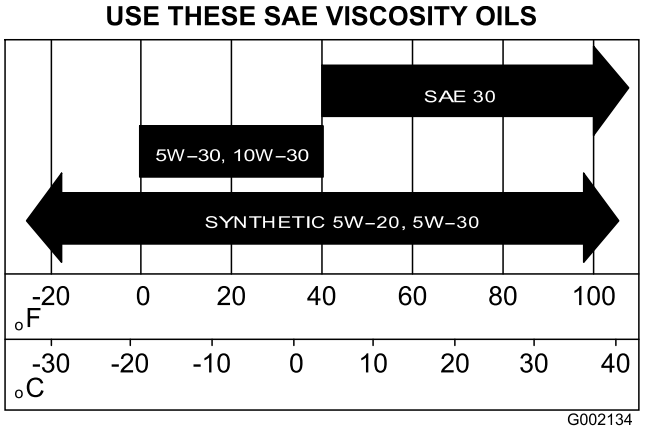

Figur 31
5. Fyll på olje i veivhuset med angitt type og viskositet. Se Figur 31 i Skifte oljen (modeller 07273 og 07273TC) (side 28).